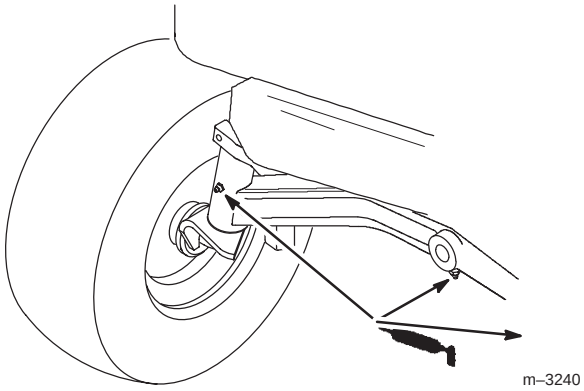

Bild 31
1. Fetten Sie die linken und rechten Spindeln, bis das Fett beginnt, aus den Lagern auszutreten (Bild 31).
2. Fetten Sie das Gelenk an der Vorderachse (Bild 31).